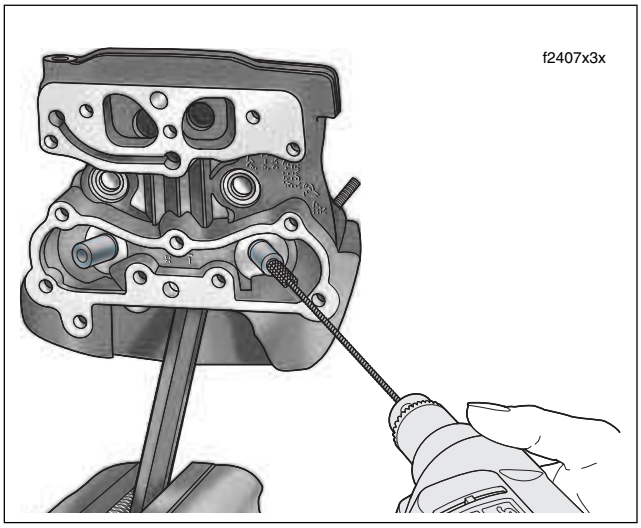

Figure 3-74. Hone Valve Guide Bore
d. Activating the drill, move the entire length of the finishing stone arrangement forward and backward through the bore for 10 to 12 complete strokes. See Figure 3-74. Work for a crosshatch pattern of approximately 60˚.